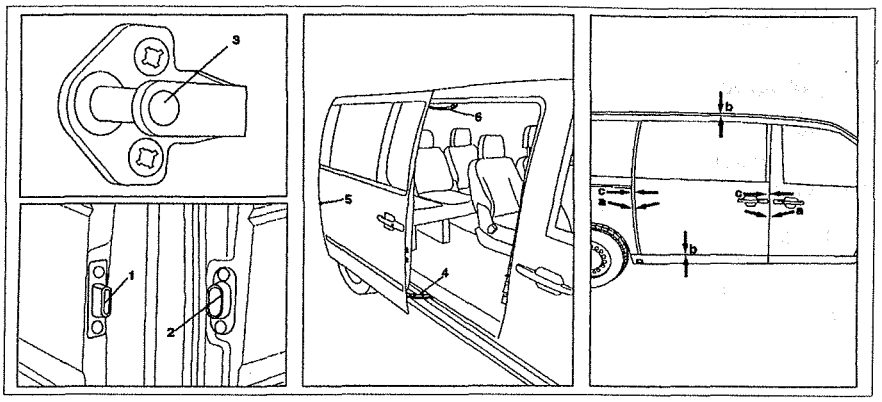

Рис. 11.7. Регулировка боковой двери:
2. Отрегулируйте переднее соединительное расстояние **B** и зазор **A** путем перемещения фиксатора **3** вертикально (см.рис.11.7).